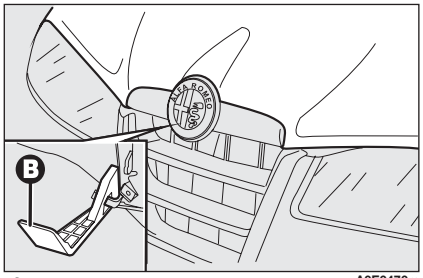

fig. 99 A0E0470m
- ❒ presione hacia arriba la palanca **B-fig. 99** del dispositivo de seguridad y levante el capó.